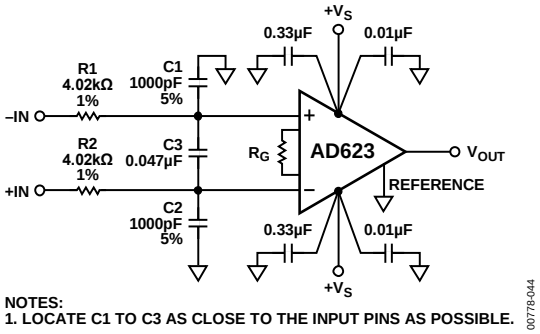

Figure 74. Circuit to Attenuate RF Interference
All instrumentation amplifiers can rectify high frequency out-of-band signals. When rectified, these signals appear as dc offset errors at the output. The circuit in Figure 74 provides RFI suppression without reducing performance within the pass band of the instrumentation amplifier. Resistor 1 (R1) and Capacitor 1 (C1), and likewise, Resistor 2 (R2) and Capacitor 2 (C2), form a low-pass resistor capacitor (RC) filter that has a −3 dB bandwidth equal to $f = 1/(2\pi R1C1)$. Using the component values shown in Figure 74, this filter has a −3 dB bandwidth of approximately 40 kHz. The R1 and R2 resistors were chosen to be large enough to isolate the input of the circuit from the capacitors but not large enough to significantly increase the noise of the circuit. To preserve common-mode rejection in the pass band of the amplifier, the C1 and C2 capacitors must be ±5% tolerance, or low cost 20% capacitors can be tested and binned to provide closely matched devices.
The circuit in Figure 74 must be built using a printed circuit board (PCB) with a ground plane on both sides. All component leads must be as short as possible. The R1 and R2 resistors can be common 1% metal film units. However, the C1 and C2 capacitors must be ±5% tolerance devices to avoid degrading the common-mode rejection of the circuit. Either the traditional 5% silver mica units or Panasonic ±2% polyphenylene sulfide (PPS) film capacitors are recommended.